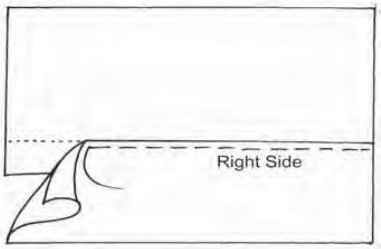

Fig. 3.15: Lapped seam
- Trim the seam edges (Fig.3.15).